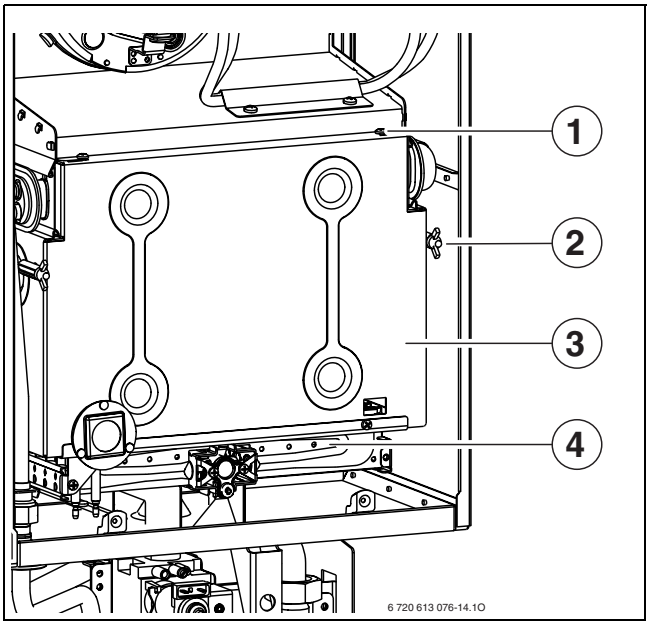

Fig. 37 Aprire il bruciatore
- Rimuovere la parete anteriore della camera di combustione e il bruciatore (→ fig 37).